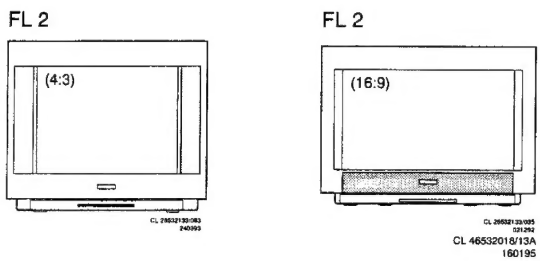

Abb. 6 + Abb. 7
**FL2-Geräte** (Abb. 6 + 7 + 8)